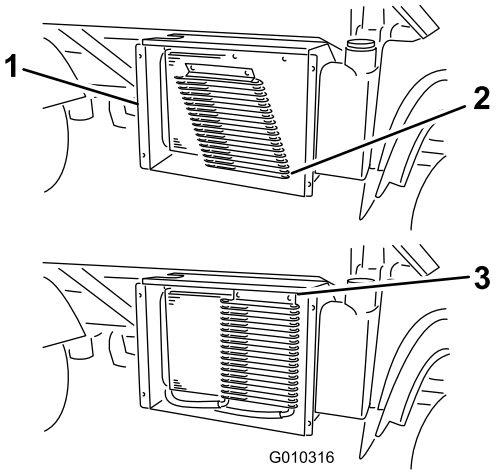

Figur 61
3. Roter låsen og drej oliekøleren væk fra køleren (Figur 61), hvis det er monteret således.